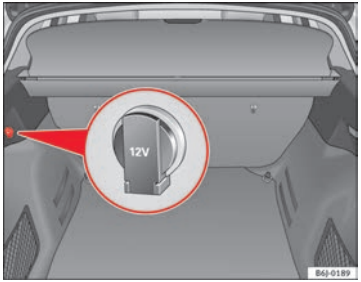

Fig. 87 Detailed view of the side trim in the luggage compartment: 12 volt socket
– Lift the power socket cover ⇒ fig. 87.